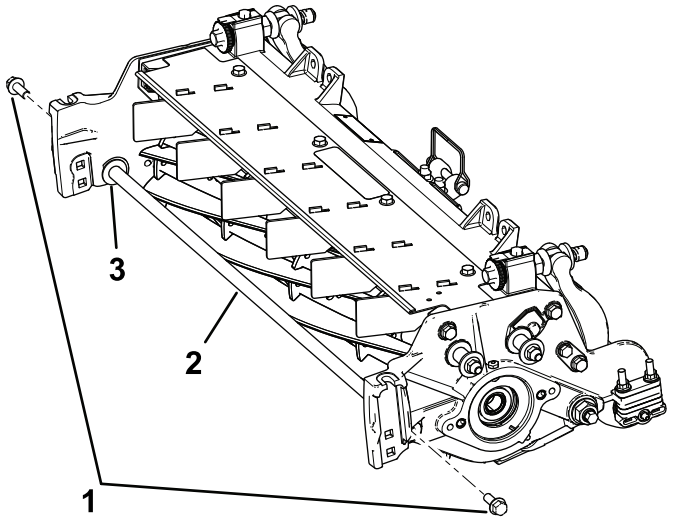

Rysunek 5
9. Wykręć 2 śruby kołnierzowe z podkładkami mocujące drążek wsporczy i wyjmij drążek wsporczy (Rysunek 5).